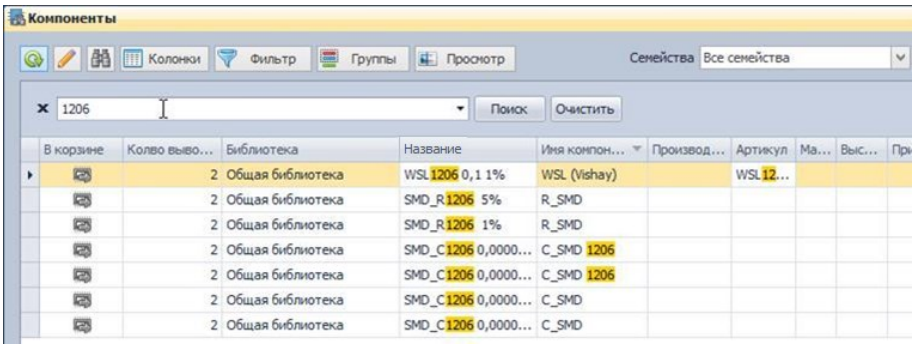

Рис. 769. Найденные значения в таблице
2. В строке поиска введите нужное сочетание символов и нажмите кнопку «Поиск», либо клавишу «Ввод» («Enter»), или дождитесь, автоматического выполнения поиска, см. Рис. 769. В таблице будут отображены только те радиодетали, среди значений параметров которых содержатся введенные символы. Нужное сочетание символов маркируется с помощью выделения желтым цветом.